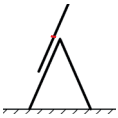

Figur 1 — Kombinationsstige i stående stilling med skydestigen oven på
- Glid aldrig den øverste stige af en stige med tre sektioner i A-stillingen med det røde trin (eller fjerde trin fra toppen) længere end hængselpunktet (figur 1).
- Kravl aldrig længere op end hængselpunktet på en stige med tre sektioner i A-stilling (figur 1).